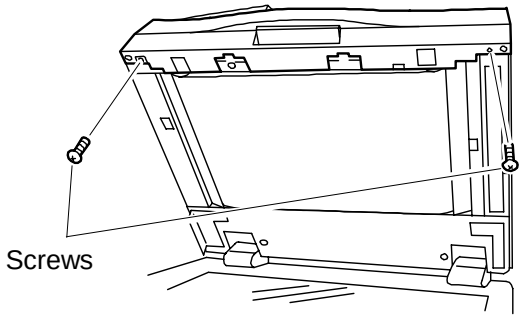

Fig. 2
1) Remove the 2 binding screws at the bottom of the ADF. (Fig. 2)